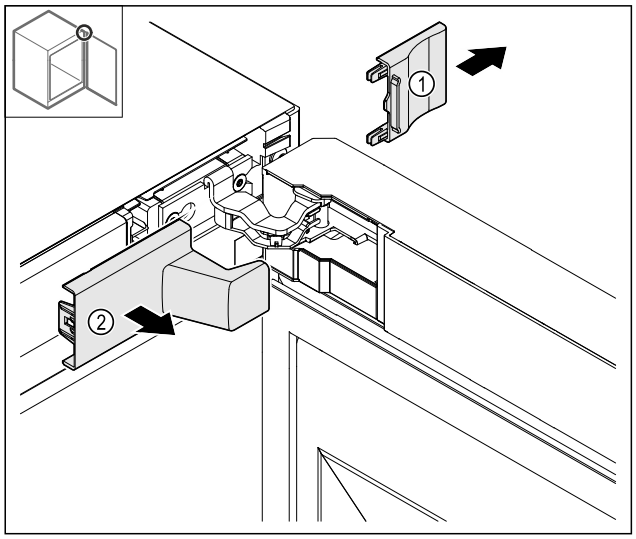

Fig. 9
▶ Îndepărtați capacul *Fig. 9 (1)* și apoi *Fig. 9 (2)*.